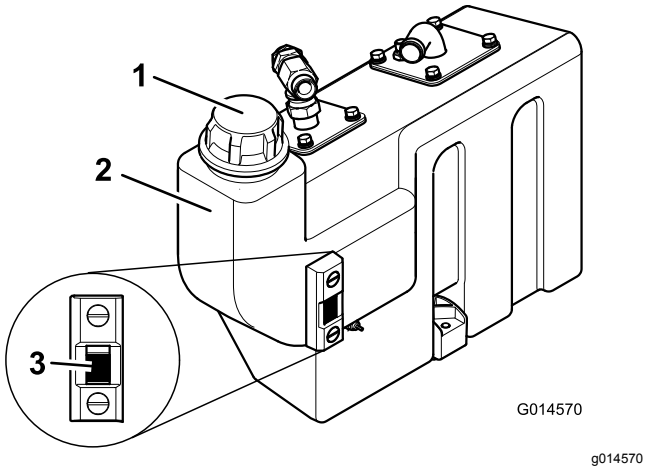

Figuur 55
3. Als bijkomende hydraulische olie nodig is, maak dan de omgeving van de vulbuis en de dop van de hydraulische tank schoon (Figuur 55) en verwijder de dop.